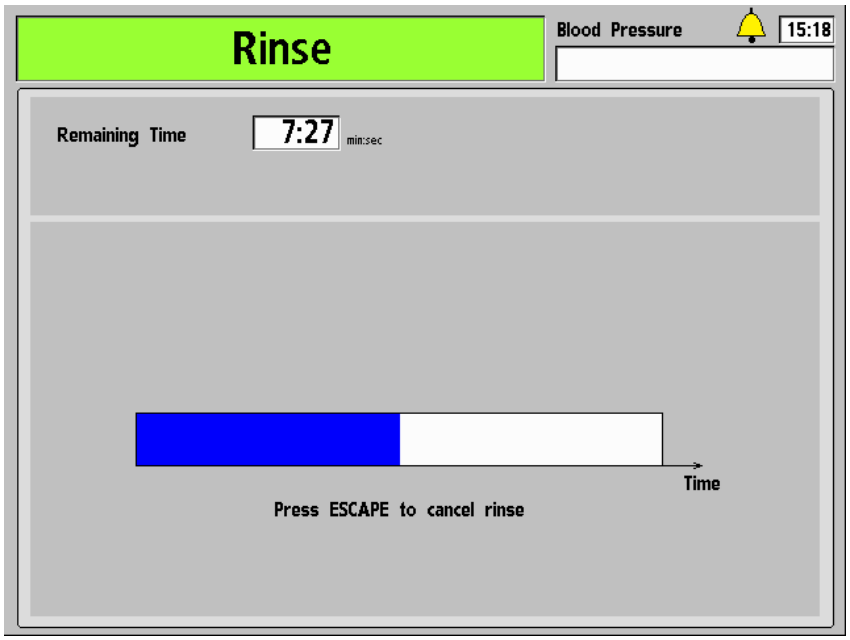

Figure 92 – The Rinse Screen
2. From the "Select Program" screen, select the **Rinse** button. The "Rinse" screen will be displayed (see Figure 92). The progress of the rinsing is indicated by the horizontal bar.